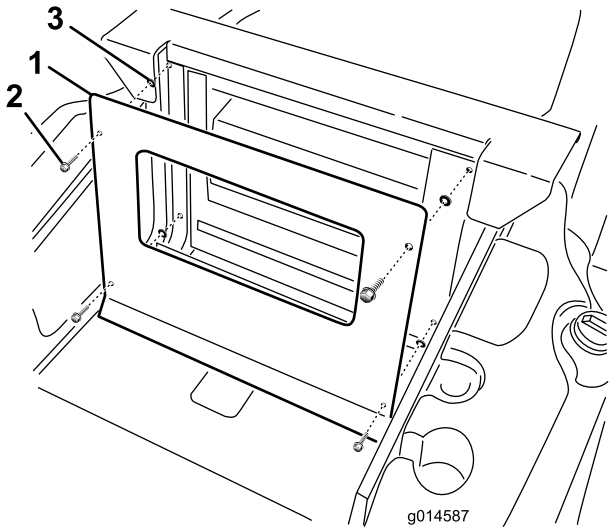

Bild 8
1. Entfernen Sie die vier Schrauben, mit denen die Feuerwand am Rahmen befestigt ist (Bild 8).